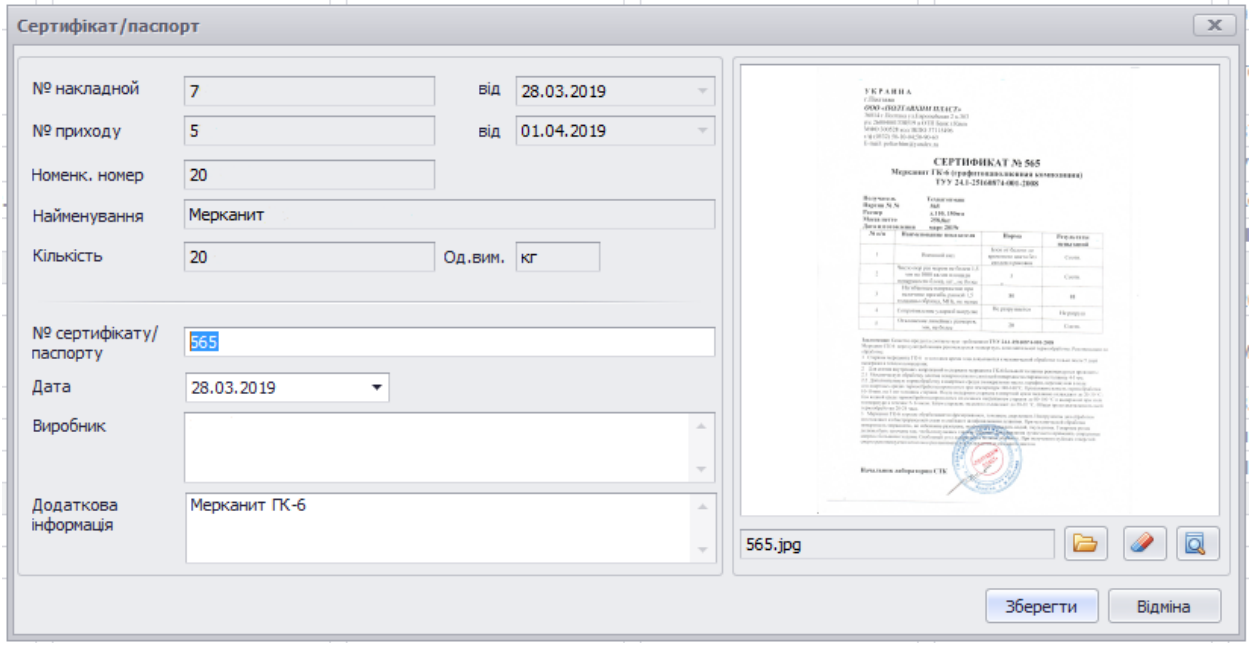
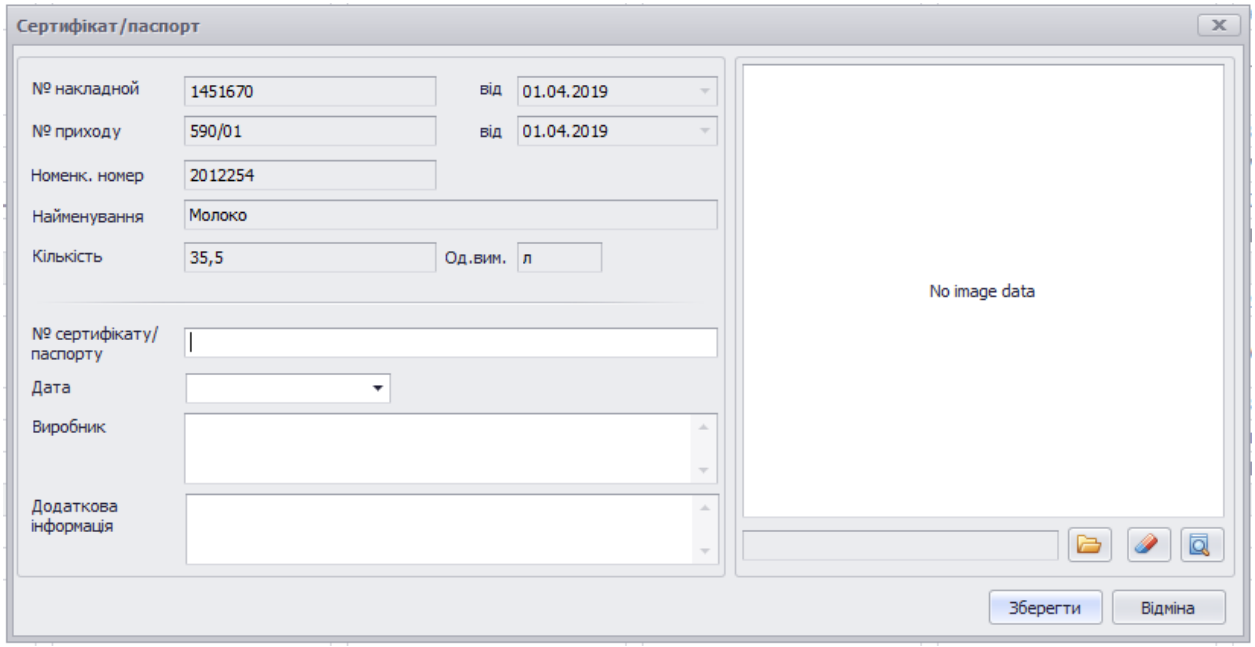

Рисунок 8.2 – Вікно «*Сертифікати і паспорти*» кнопки «*Редагувати*»
Рисунок 8.3 – Вікно «*Сертифікати і паспорти*» кнопки «*Додати*»
- «*Сертифікат*», можливо прикріпити зі сканований сертифікат та його редагувати (рис.8.2), створювати(рис.8.3) та видаляти.